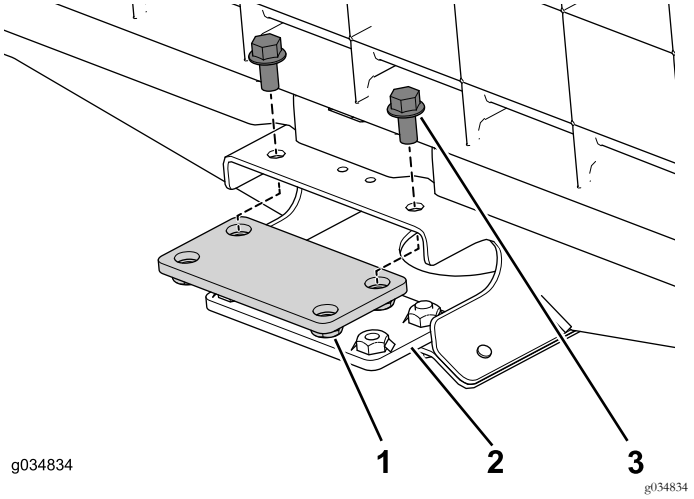

Figur 21
1. Bruk de fire flensboltene (3/8 x 3/4 tomme) til å montere topp- og bunnkoblingsplatene løst til midtkanalen på den fremre delen (Figur 21).